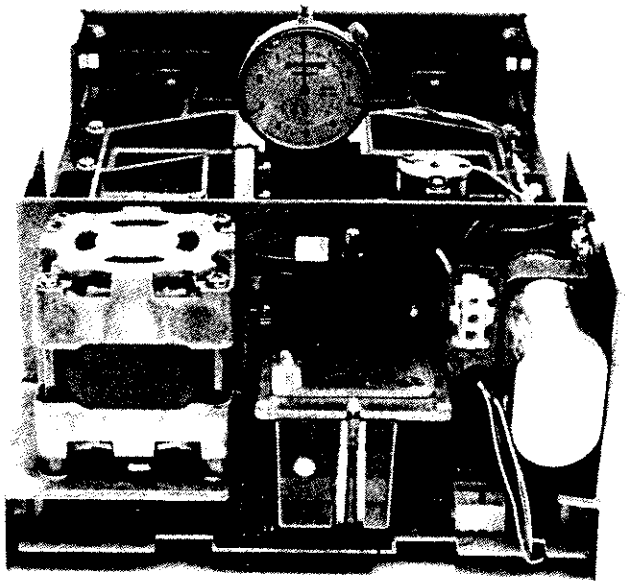

FIGURE 44. CORRECT PENETRATION
f. Check the dial indicator for the proper setting. The long hand should be between +3 and -3 with the short hand pointing at three. If penetration setting is out of this range then continue with procedure starting at step 7. See Figure 44.